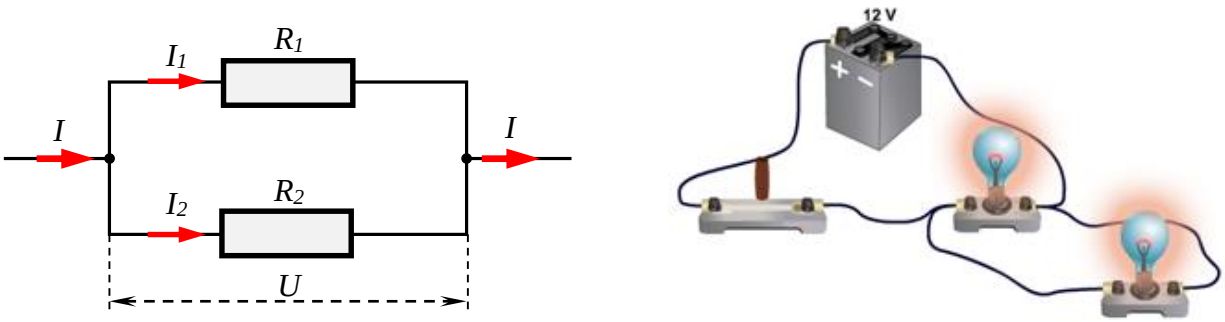

Рис. 2. Параллельное соединение проводников
1. При параллельном соединении проводников (рис.2) **напряжения U_1 и U_2 на всех проводниках одинаковы и равны общему напряжению**: